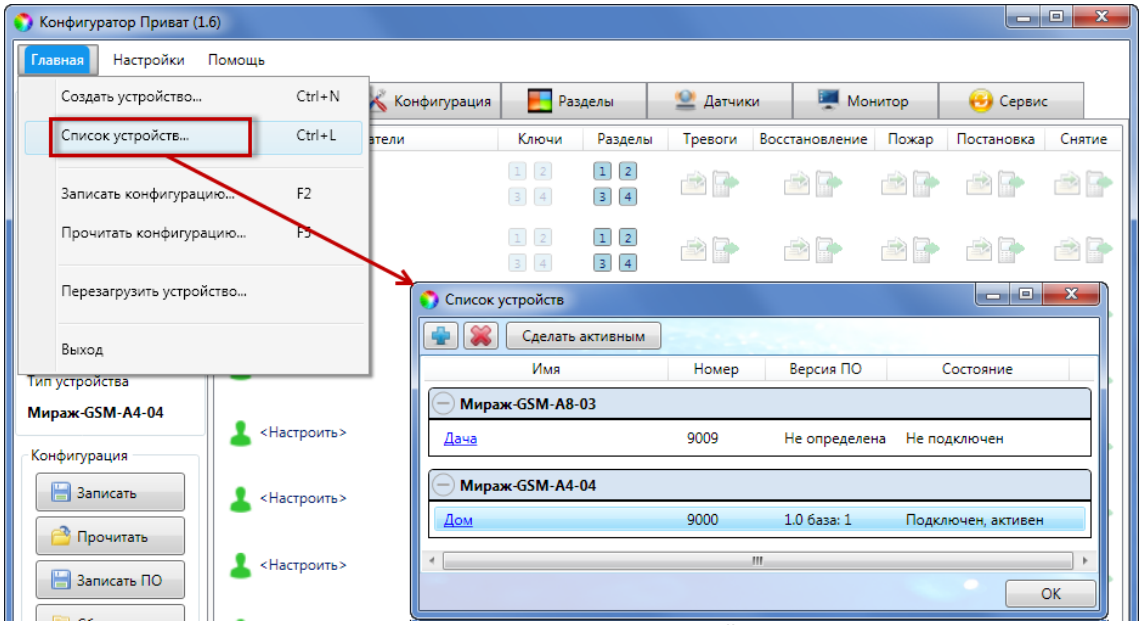

Рисунок 7.12 – Окно *Список устройств*
2) В открывшемся окне *Список устройств* выделите строку необходимого контроллера и нажмите кнопку *Сделать активным* (см. рисунок 7.12).